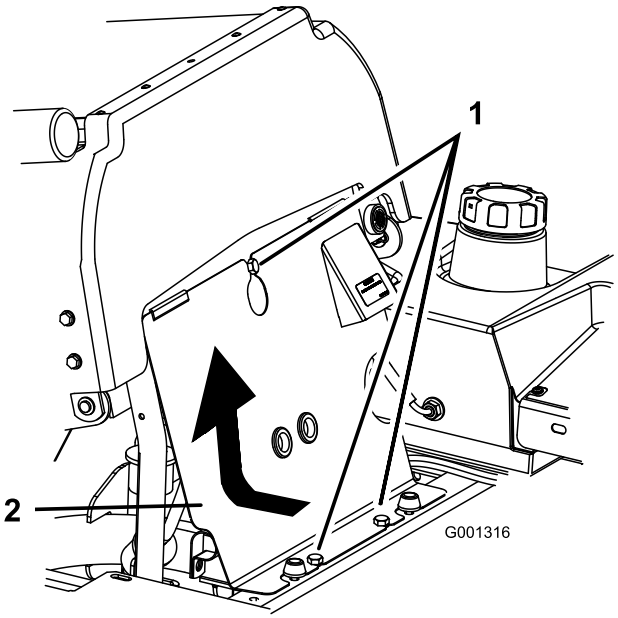

Figur 57
3. Vip sædet frem, løsn boltene, og fjern motorens frontpanel (Figur 57).